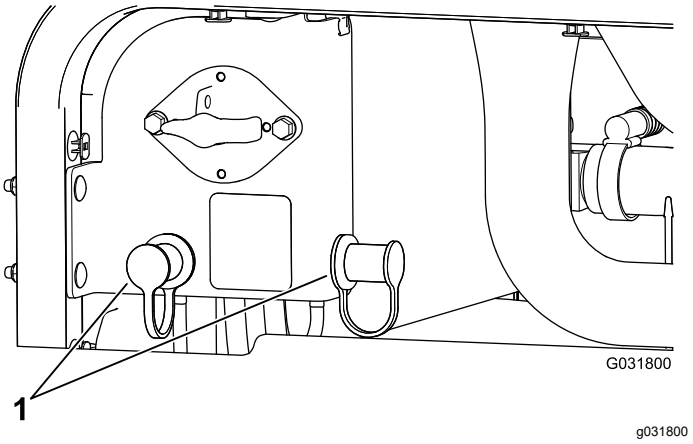

**Figuur 109**
3. Haal de kappen van de startpolen van de accu (Figuur 109).